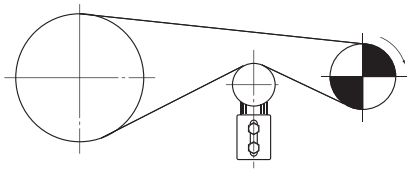

Fig. 5 Tensioner position (front)
1) Push in on the roller chain with the tensioner's idler sprocket (Fig. 5) and determine the position of the hole on the attachment base.